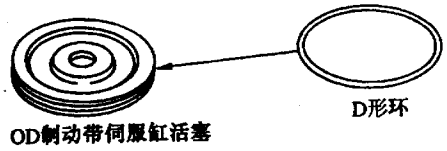

图 9－6－120　安装 D 形环
(5) 如图 9－6－121 所示，给三道 O 形环涂上适量的 ATF 油，然后将其装到 OD 伺服缸活塞护圈上。O 形环①的内径为 69.2mm，O 形环②的内径为 71.2mm，O 形环③的内径为 73.1mm。